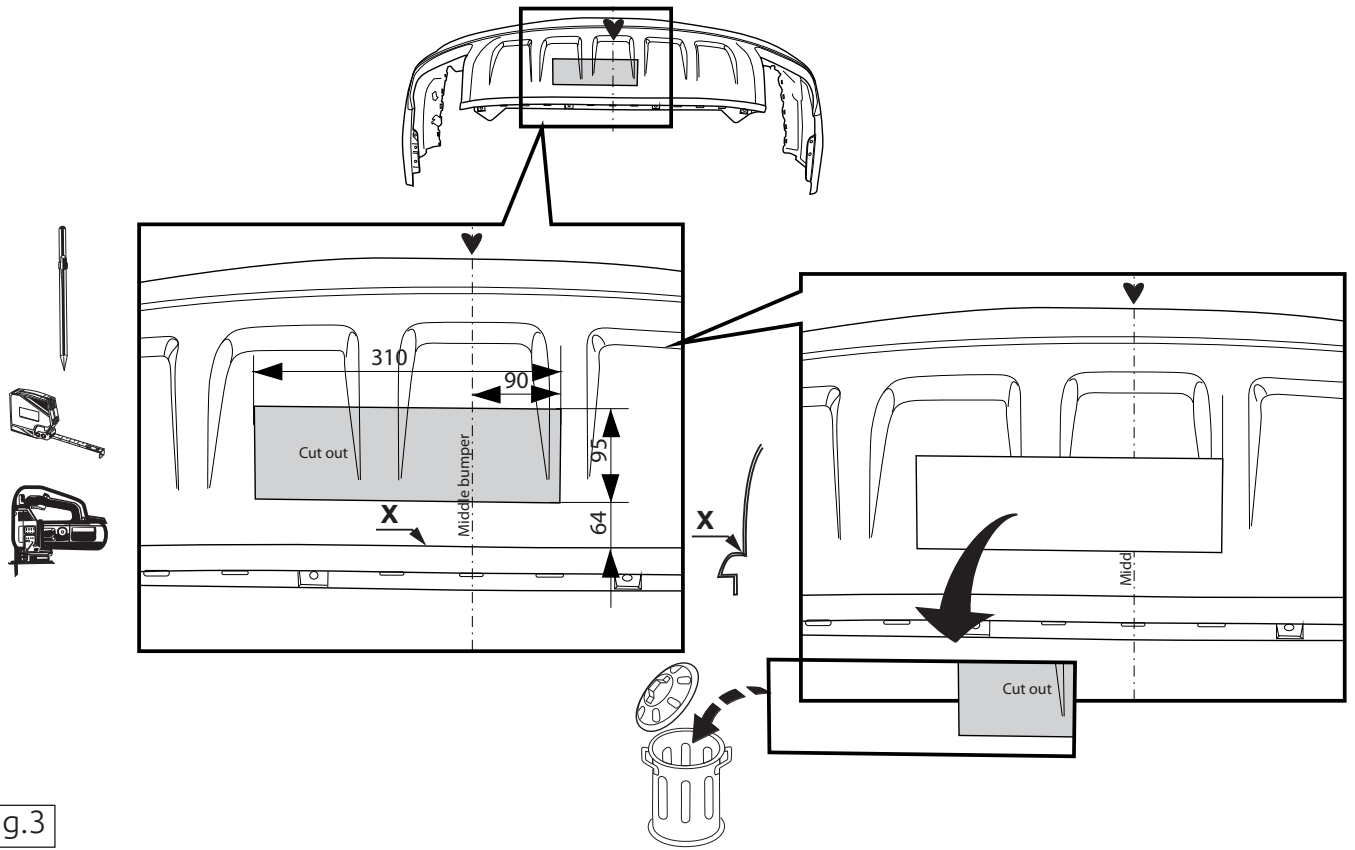

Fig.3
6. **Внимание! При необходимости:** Выпилить часть из бампера в середине снизу, как указано на рис. 3.